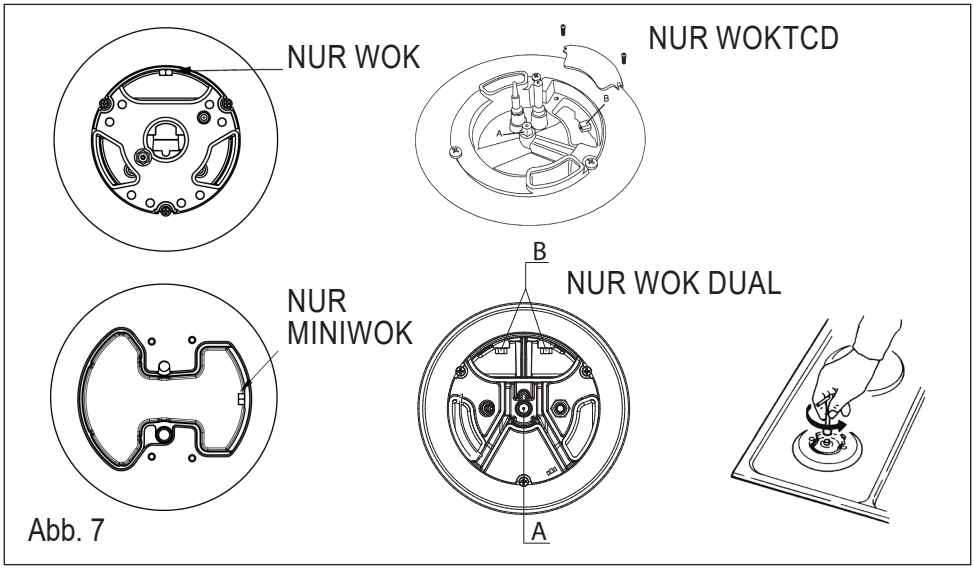

Abb. 7
(s. Abb. 7) Wenn das Gerät für einen anderen Gastyp als der vorhandene ausgelegt ist, ist folgende Vorgehensweise durchzuführen:
- die Düsen (s. Abb. 7) mit den für den vorhandenen Gastyp bestimmten Düsen (siehe Tab. “Technische Daten”) ersetzen;